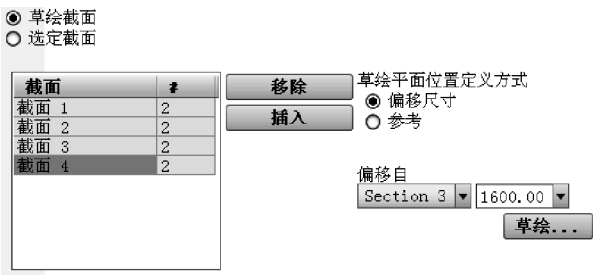

图 3-40 草绘截面图形后【截面】选项卡的设置
(7) 绘制一个直径为 200.00 的圆，作为混合特征的第二个截面图形。
(8) 单击【草绘】选项卡中的 ✔ 按钮，退出草绘状态。
(9) 在【混合】操控面板的【截面】选项卡中单击 插入 按钮，进行第 3 个截面的相关设置，以第二个截面作为参考偏移 300.00 的距离，单击 草绘... 按钮，进入草绘状态，开始绘制第 3 个截面图形。
(10) 绘制一个直径为 400.00 的圆，作为混合特征的第 3 个截面图形。
(11) 单击【草绘】选项卡中的 ✔ 按钮，退出草绘状态。
(12) 在【混合】操控面板的【截面】选项卡中单击 插入 按钮，进行第 4 个截面的相关设置，以第 3 个截面作为参考偏移 1600.00 的距离，单击 草绘... 按钮，进入草绘状态，开始绘制第 4 个截面图形。
(13) 绘制一个直径为 400.00 的圆，作为混合特征的第 4 个截面图形。
(14) 单击【草绘】选项卡中的 ✔ 按钮，退出草绘状态。此时，【混合】操控面板中的【截面】选项卡如图 3-40 所示。